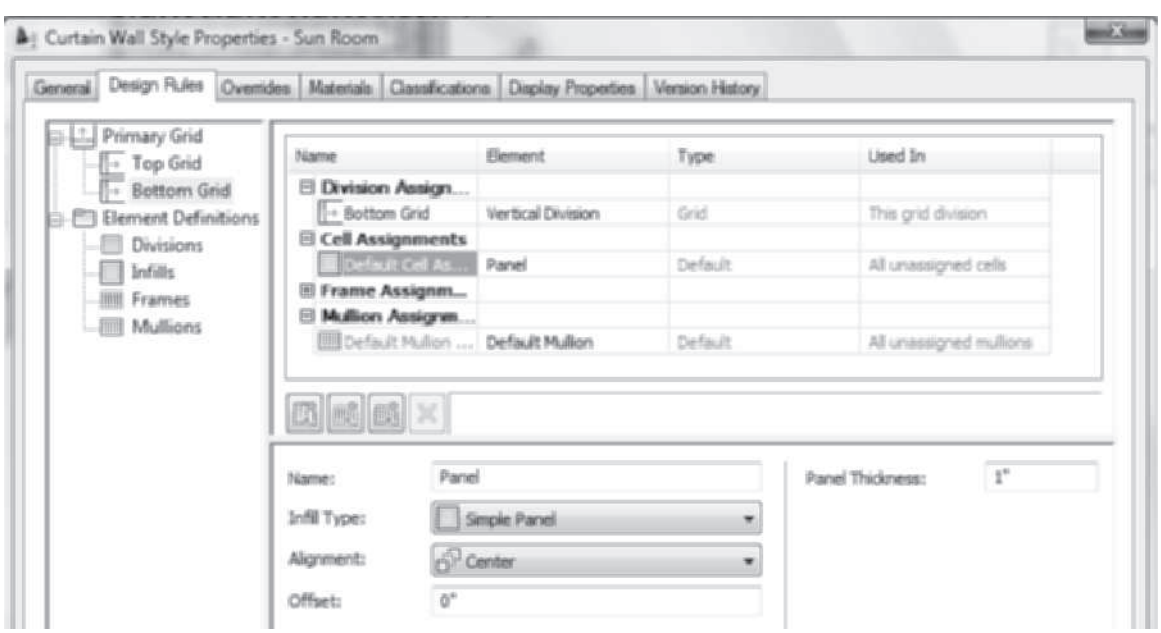

FIGURE 6.46 *Element assignment for cell assignment*
12. To define the element for the cells of the bottom grid, choose **Bottom Grid** in the left pane. Click in the **Element** column, and choose **Panel** for the **Default Cell Assignment** as shown in Figure 6.46. Click **OK** to dismiss the Curtain Wall Style Properties - Sun Room dialog box.